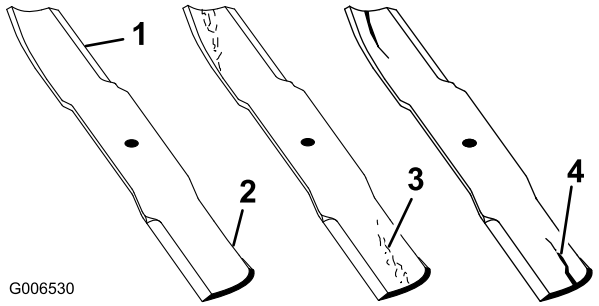

Figur 51
1. Kontrollera eggarna (Figur 51). Ta bort knivarna och slipa dem om eggarna är slöa eller har fått hack; se Slipa knivarna.
2. Kontrollera knivarna, speciellt den böjda delen (Figur 51). Montera omedelbart en ny kniv om du upptäcker skador, slitage eller om ett spår har bildats i detta område (del 3 i Figur 51).